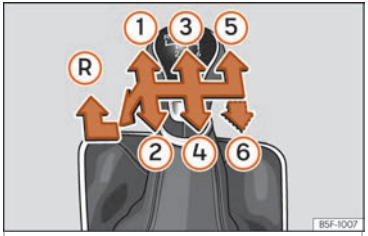

Fig. 140 Gear shift pattern of a 5 or 6-speed manual gearbox.
The position of the gears is indicated on the gearbox lever ››› Fig. 140.
- With the gearbox lever in neutral, push it downwards, move it to the left as far as it will go and then forwards to select reverse ››› Fig. 140 (R).